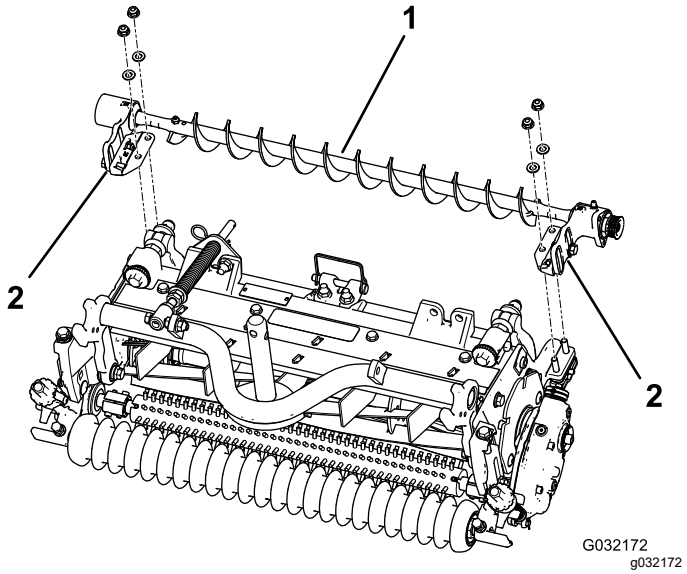

Figur 7
4. Plasser monteringsbrakettene for venstre eller høyre valsebørsteenhet på valsebrakettboltene (Figur 7).